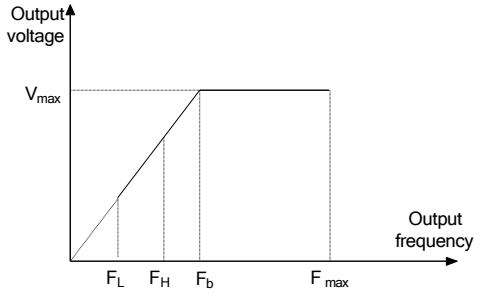

Fig.6-8 Diagram for the definition of limit frequency parameters
The maximum output frequency is the allowable maximum output frequency of the drive, as Fmax shown in Fig. 6-8.
The upper limit frequency is the allowable maximum output running frequency set by the user, as FH shown in Fig. 6-8.
The frequency of lower limit is the allowable minimum running frequency set by the user, as FL shown in Fig. 6-8.
F_b in Fig. 6-8 is the basic running frequency, which is defined as the minimum value of corresponding output frequency when the drive output voltage reaches the maximum value.
4.The relationship among the maximum output frequency, upper limit frequency and lower limit frequency is as shown in the above Fig. 6-8. Please pay attention to the size and order in setting.